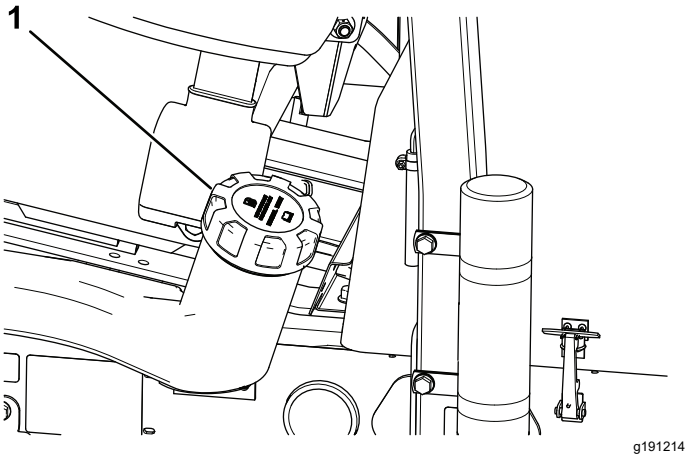

**Figur 31**
2. Rengör området runt tanklocket (Figur 31).